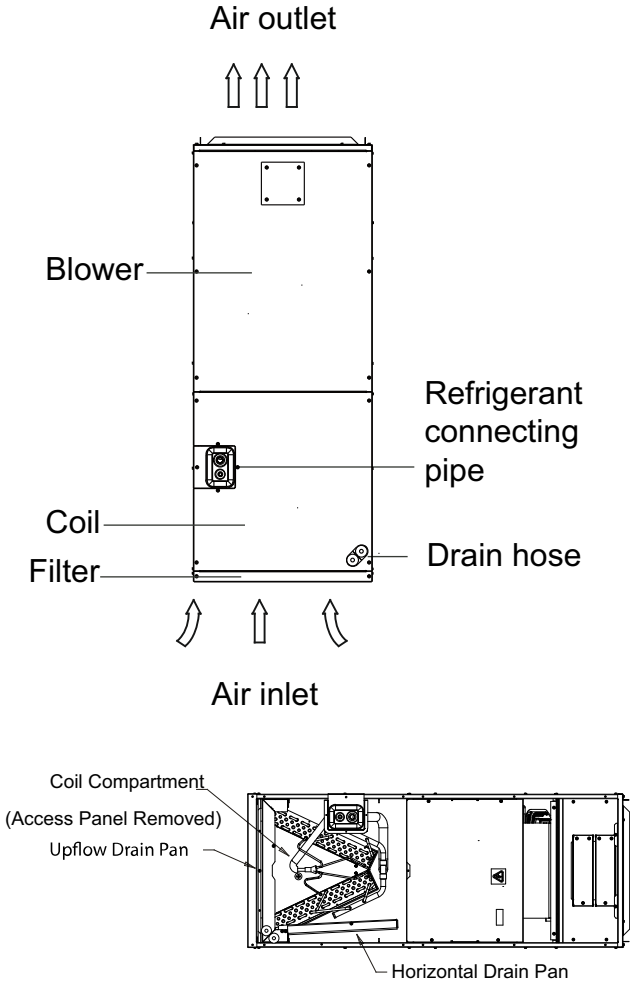

**Fig. 15 —Indoor Unit Representation**
- **Illustrations in this manual are for explanatory purposes. The actual shape of your indoor unit may be slightly different. See Fig. 15. The actual shape shall prevail.**
- **This display panel on the indoor unit can be used to operate the unit in case the remote control has been misplaced or is out of batteries. See Fig. 15.**